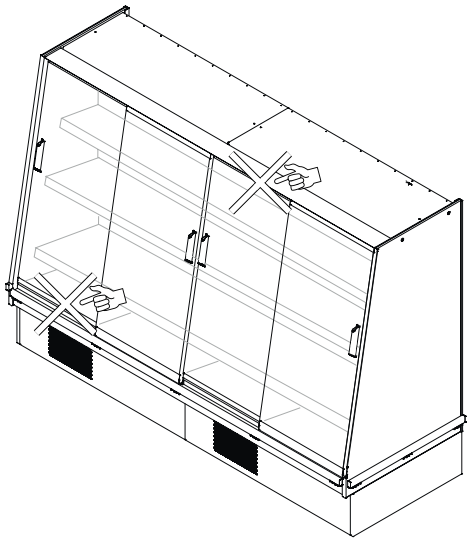

Abb. 14
- Die Waren nicht die Zirkulation der Kaltluft beeinträchtigen ("Abb. 14")